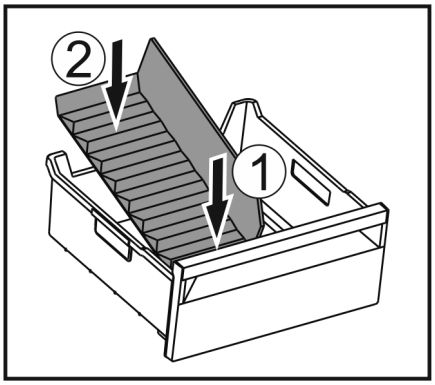

Fig. 235
▶ Introduceți partea frontală a separatorului pentru compartimentul de gheață. *Fig. 235 (1)*
▶ Coborâți partea posterioară a separatorului pentru compartimentul de gheață până la baza sertarului. *Fig. 235 (2)*